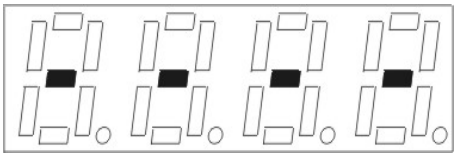

Рисунок 5
– Включить прибор. На экране появятся горизонтальные штрихи (рисунок 5).